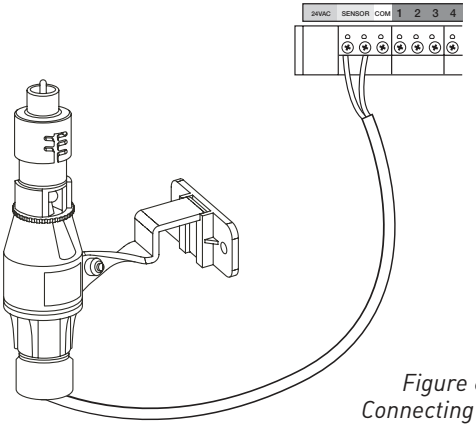

Figure 6: Connecting a Rain Sensor
- Connect the rain sensor wires to the wiring terminal ports (yellow in color) labeled "Sensor" (*see figure 6*).